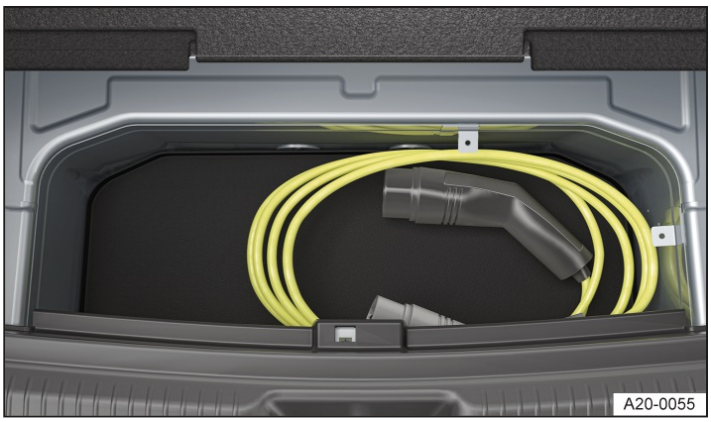

Fig. 1 Under the luggage compartment floor: stowage compartment for the charging cable (schematic diagram).
- Stow the charging cable in the storage compartment under the luggage compartment floor→ *Fig. 1*.